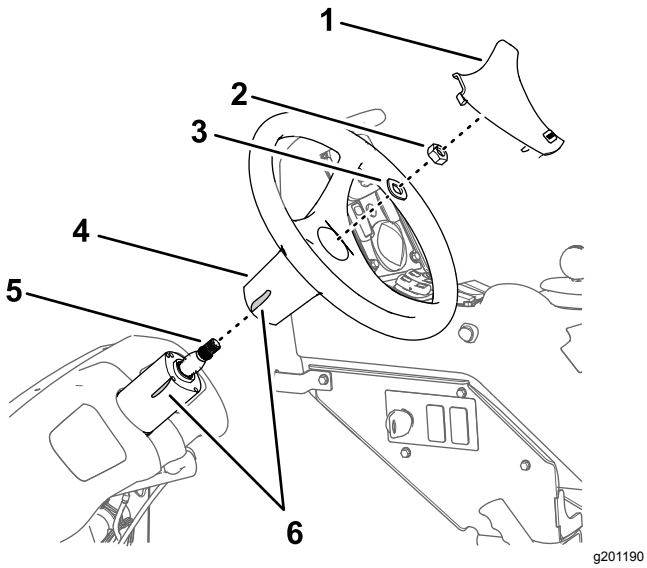

Rysunek 159
1. Zaznacz za pomocą kawałka taśmy pozycję kierownicy względem zaworu układu kierowniczego (Rysunek 159).
2. Zdejmij osłonę kierownicy (Rysunek 159).
3. Odkręć nakrętkę (5/8 cala) z podkładką (5/8 cala) mocujące kierownicę do zaworu układu kierowniczego, po czym zdejmij kierownicę (Rysunek 159).